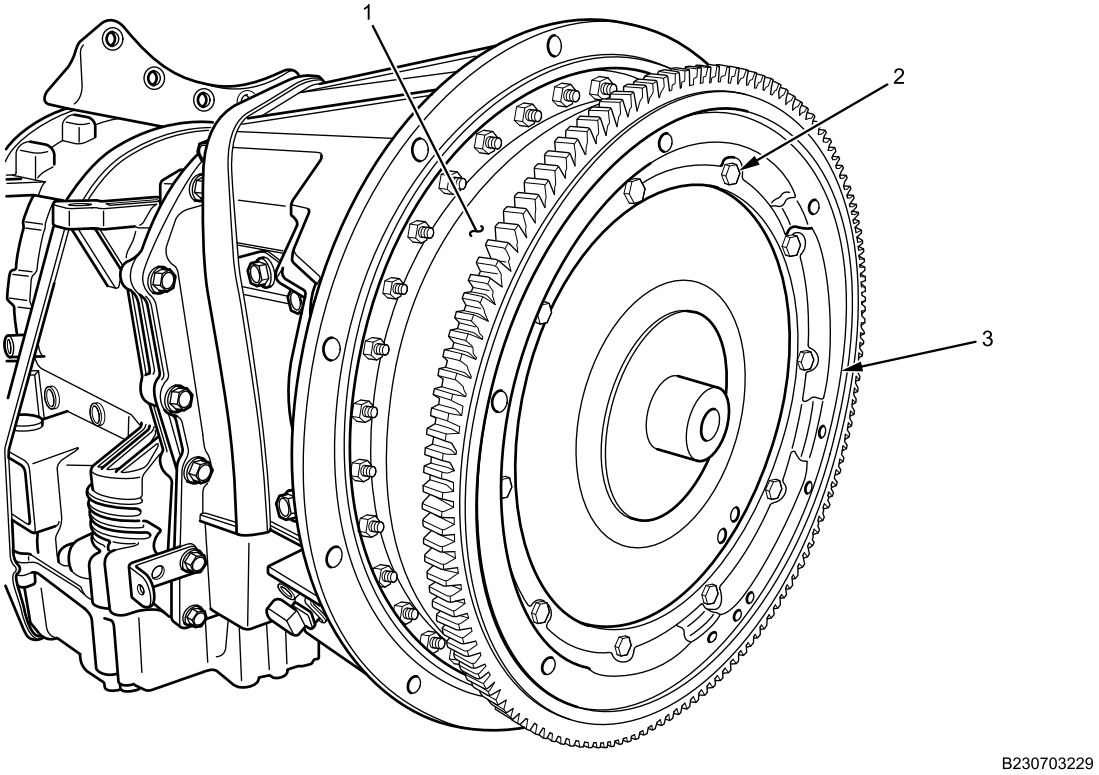

Figure 14. Starter Ring Removal.
1. Remove 10 bolts (Figure 14, Item 2) and starter ring (Figure 14, Item 3) from torque converter (Figure 14, Item 1).